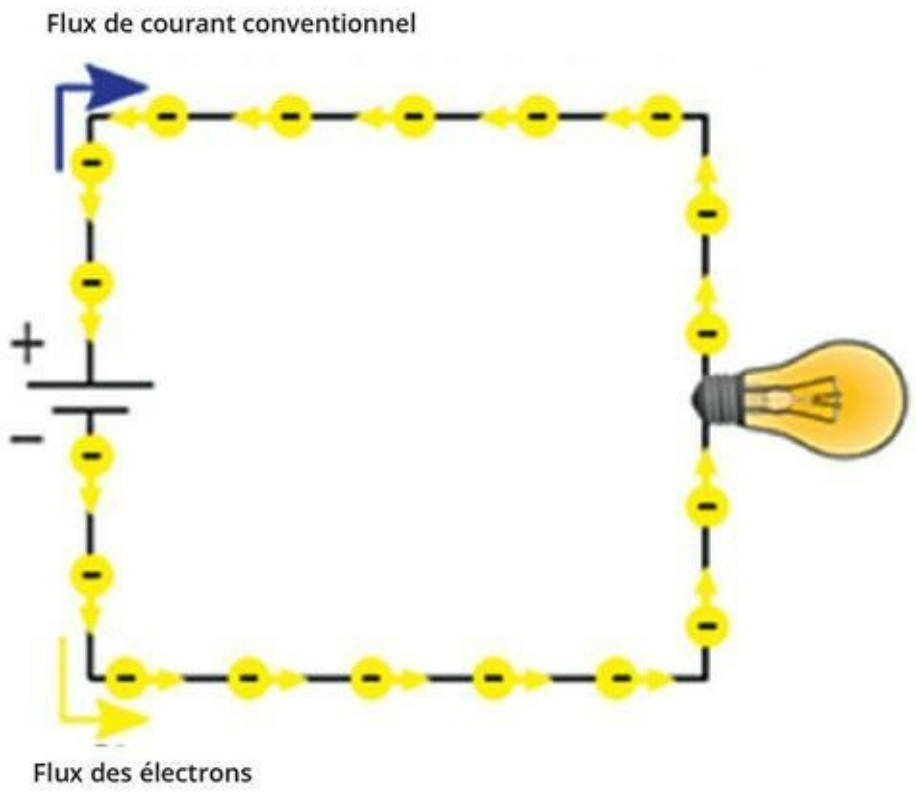

FIGURE 3-5 Le courant conventionnel.
Le *courant conventionnel* est le flux d'une charge positive du positif vers le négatif, en sens inverse du flux réel des électrons (voir Figure 3-5). Dans tous les schémas de circuits électroniques, on respecte cette convention. Si vous voyez sur un schéma une flèche représentant le courant, elle indique donc le sens du courant conventionnel. Le symbole I représente le courant conventionnel, mesuré en ampères (A), mais sur les schémas des circuits électroniques que vous pourrez construire, l'unité de mesure sera plutôt le *milliampère* (mA) . Un milliampère est un millième d'un ampère.